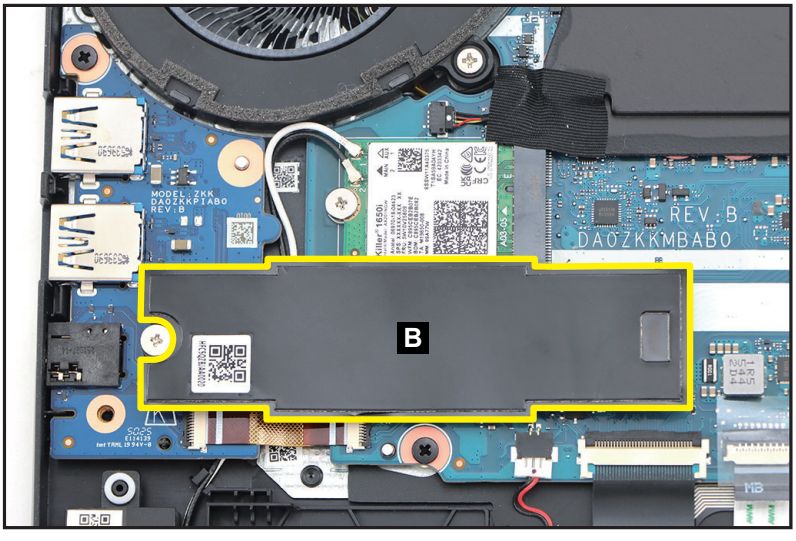

Figure 1-18. WLAN Module Removal
2. Detach the absorber with insulator mylar (B) covering the SSD module (Figure 1-18).
3. Disconnect the WLAN antennas cables from the WLAN module connectors (C) (Figure 1-18).
4. Remove one (1) screw securing the WLAN module in place (Figure 1-18).